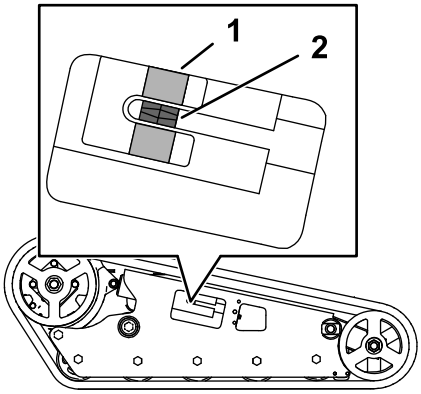

Figuur 58
Controleer of het spanblok uitgelijnd is met de groene indicator op de sticker of dat het blok 1,3 cm verwijderd is van de achterkant van de sleuf van de spanbuis (Figuur 58).
4. Gebruik een dopsleutel van ½" en draai de spanschroef tot het spanblok op één lijn staat met de groene indicator op de sticker of 1,3 cm verwijderd is van de achterzijde van de sleuf van de spanbuis (Figuur 58).
8. Controleer dat het spanblok zich in het groene gedeelte van de sticker bevindt, of 1,3 cm van de achterkant van de spanbuis, voor beide rupsbanden (Figuur 58). Indien nodig instellen.